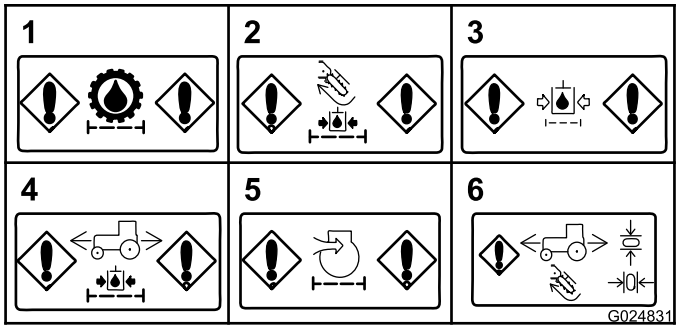

Rysunek 35
- **Zatkanie filtra zasilania hydraulicznego (skrzynia biegów)** — ten komunikat jest wyświetlany, jeśli filtr zasilania hydraulicznego skrzyni biegów jest zatkany (Rysunek 35).
- **Zatkanie filtra zasilania hydraulicznego (akcesoria)** — ten komunikat jest wyświetlany, jeśli filtr zasilania obwodu hydraulicznego akcesoriów jest zatkany (Rysunek 35).
- **Zatkanie filtra powrotu hydraulicznego** — ten komunikat jest wyświetlany, jeśli filtr powrotu hydraulicznego jest zatkany (Rysunek 35).
- **Zatkanie filtra zasilania hydraulicznego (silnik jezdny)** — ten komunikat jest wyświetlany, jeśli filtr zasilania hydraulicznego silnika jezdnego jest zatkany (Rysunek 35).
- **Zatkanie filtra powietrza (silnik)** — ten komunikat jest wyświetlany, jeśli filtr powietrza wymaga serwisowania (Rysunek 35).
- **Wskaźnik przywróć manipulator do położenia neutralnego** — ten wskaźnik jest wyświetlany, jeśli użytkownik próbuje wykonać operację, która wymaga przywrócenia manipulatora lub pedału trakcji do położenia neutralnego. Przed kontynuowaniem pracy przywróć manipulator lub pedał trakcji do położenia neutralnego (Rysunek 35).